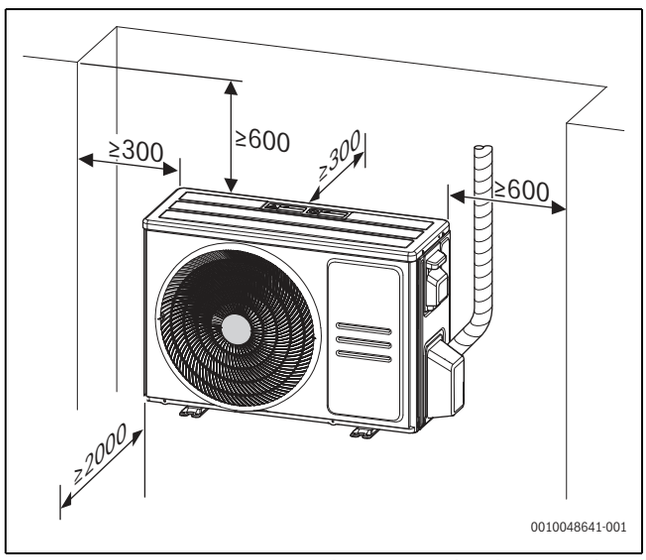
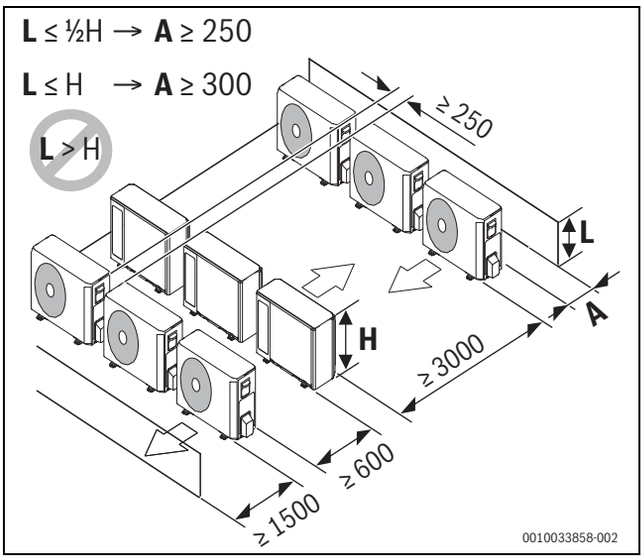

Bild 11 Mindestabstände Außeneinheit (Maße in mm)
Bild 12 Mindestabstände bei mehreren Außeneinheiten (Maße in mm)
- Die Mindestabstände zu Wänden und anderen Hindernissen müssen für eine gute Luftzirkulation sichergestellt sein (→ Bild 11 und Bild 12).
- Die Abmessungen der Außeneinheit müssen beachtet werden (→ Bild 12).